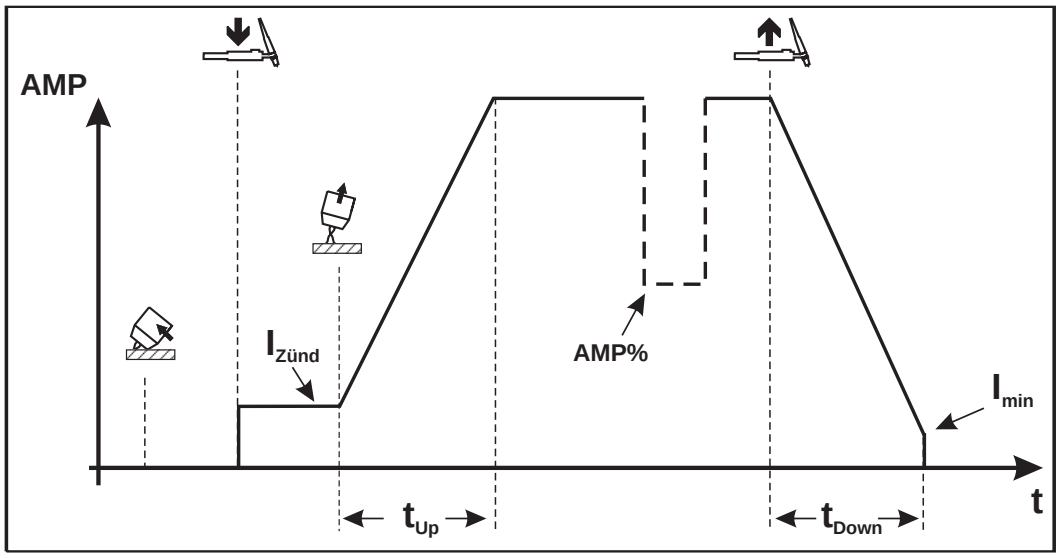

**Рис. 3/4. Циклограмма 2-тактного режима сварки ВИГ**
**Провести сварку (см. также рис. 3/3)**
- Осторожно прикоснуться концом вольфрамового электрода к свариваемому изделию (рис. 3/3, b).